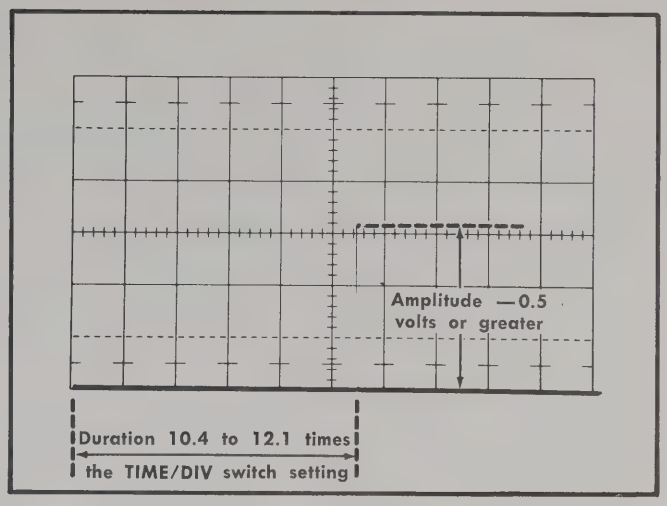

Fig. 5-21. Typical test oscilloscope display when checking the gate output signal. Vertical deflection, 0.2 volts/division; sweep rate, 2 milliseconds/division.
d. CHECK—Test oscilloscope display for 2.5 divisions or greater amplitude with the top of the waveform at the zero volt level. Gate duration should be 5.2 to 6.05 divisions (—0.5 volt or greater amplitude with duration of 10.4 to 12.1 ties the TIME/DIV switch setting; see Fig. 5-21).